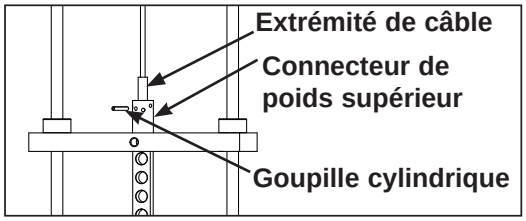

Figure 3
H. A l'aide du chasse-goupille de 3/16 po, enlevez avec précaution la goupille cylindrique qui fixe l'extrémité du câble au connecteur de poids supérieur. Reportez-vous à la figure 3.